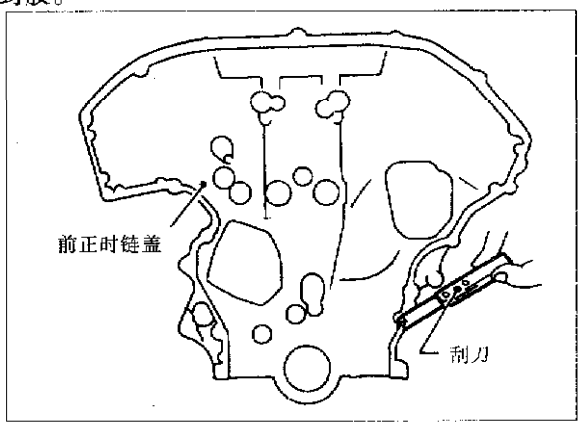

图 2-4-26
(37)用刮刀将前正时链盖配合面上的残余密封胶铲除,见图 2-4-26。清除螺孔、螺纹上的残余密封胶。